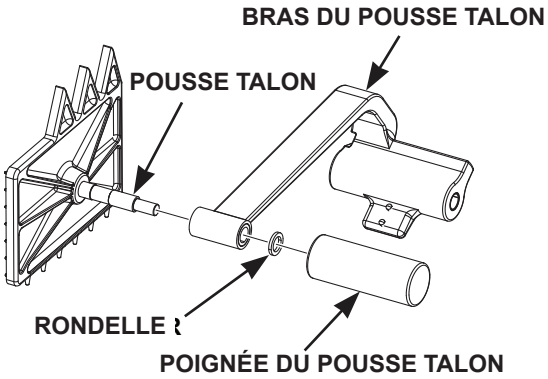

Fig. 26
- Montez le pousse talon (Fig. 26) en plaçant la rondelle, le bras et la poignée du pousse talon sur la tige du pousse talon.